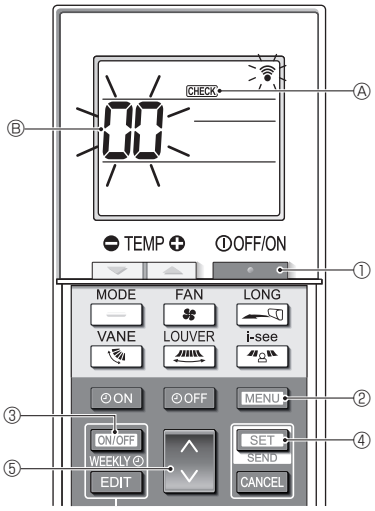

Afb. 7-6
7.3.2. Voor de draadloze afstandsbediening (Afb. 7-6)
■ **Zelfcontrole (Afb. 7-6)**
1. Druk op de toets [—] ① om de airconditioner te stoppen.
- Als de Week-timer ingeschakeld is (WEEKLY is aan), druk dan op de toets [ON/OFF WEEKLY] ③ om de timer uit te schakelen (WEEKLY is uit).
2. Houd de toets [MENU] ② gedurende 5 seconden ingedrukt.
3. Druk op de toets [▲▼] ⑤ om het koelstofadres (M-NET-adres) Ⓑ te selecteren van de binnenunit waarvoor u de zelfcontrole wilt uitvoeren.
4. Druk op de toets [SET] ④.
5. Druk op de toets [—] ①.